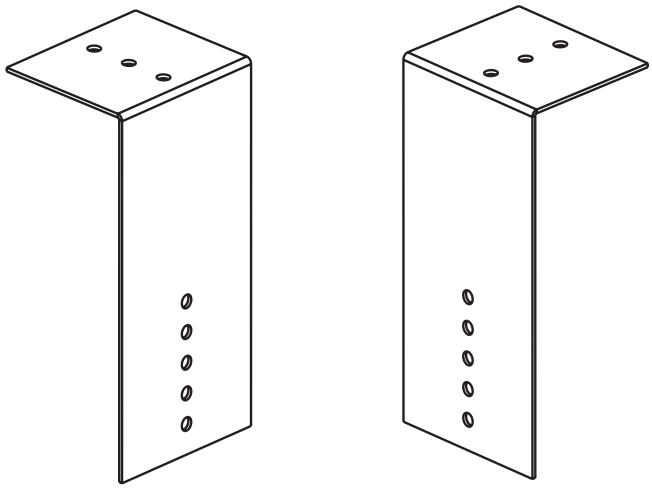

**Figure 21. Supports de boîte d'adaptateur concentriques**
4. Fixez des angles plus longs sur les supports de boîtier d'adaptateur concentriques (voir **Figure 21**) au boîtier d'adaptateur concentrique.
b. Positionnez la boîte d'adaptateur concentrique pour qu'elle corresponde aux longueurs de tuyaux et fixez les angles courts des supports d'adaptateur concentriques (voir **Figure 21**) sous le toit à l'aide de la quincaillerie fournie sur place.